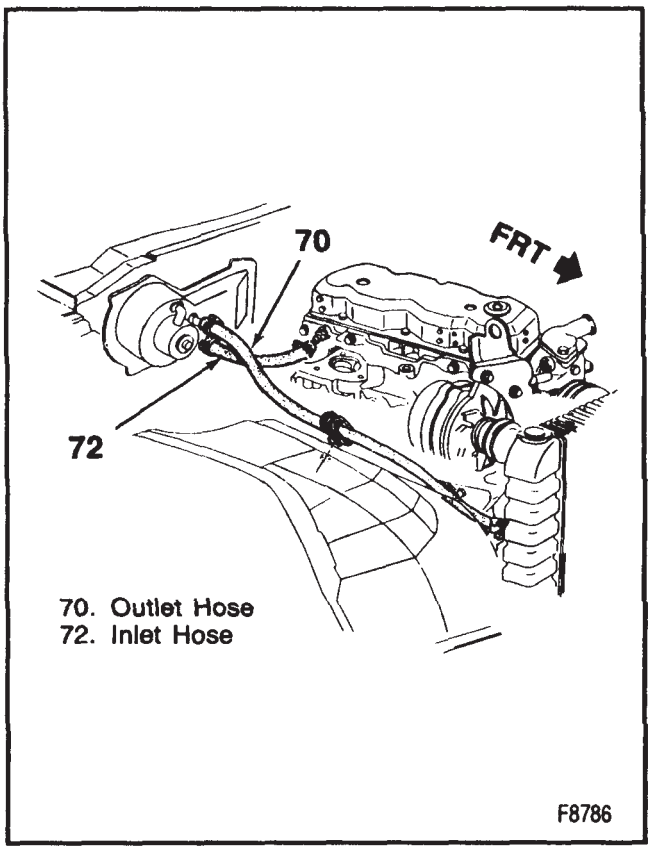

Figure 15—2.5L Engine Heater Hose Routing (w/o Air Cond.)
Remove or Disconnect (Figures 15 through 21)
Install or Connect (Figures 15 through 21)
2. Heater hoses (72 and 70) (figures 15 through 21).
7. Heater hoses (72 and 70) (figures 15 through 21).